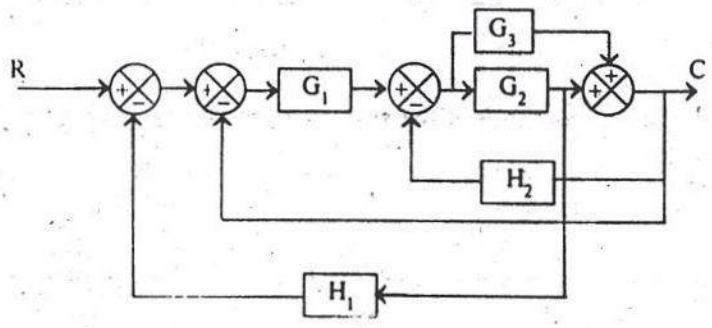

Fig E1.10
E.1.10 For the block diagram shown in fig E1.10. obtain C/R.